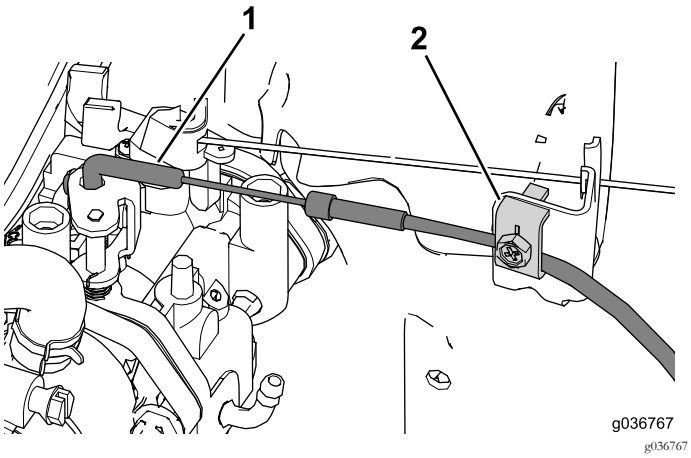

Figuur 34
2. Plaats de kromming aan het uiteinde van de gaskabel in de choke (Figuur 34).
3. Gebruik de kabelklem om de chokekabel op zijn plaats te bevestigen (Figuur 34).